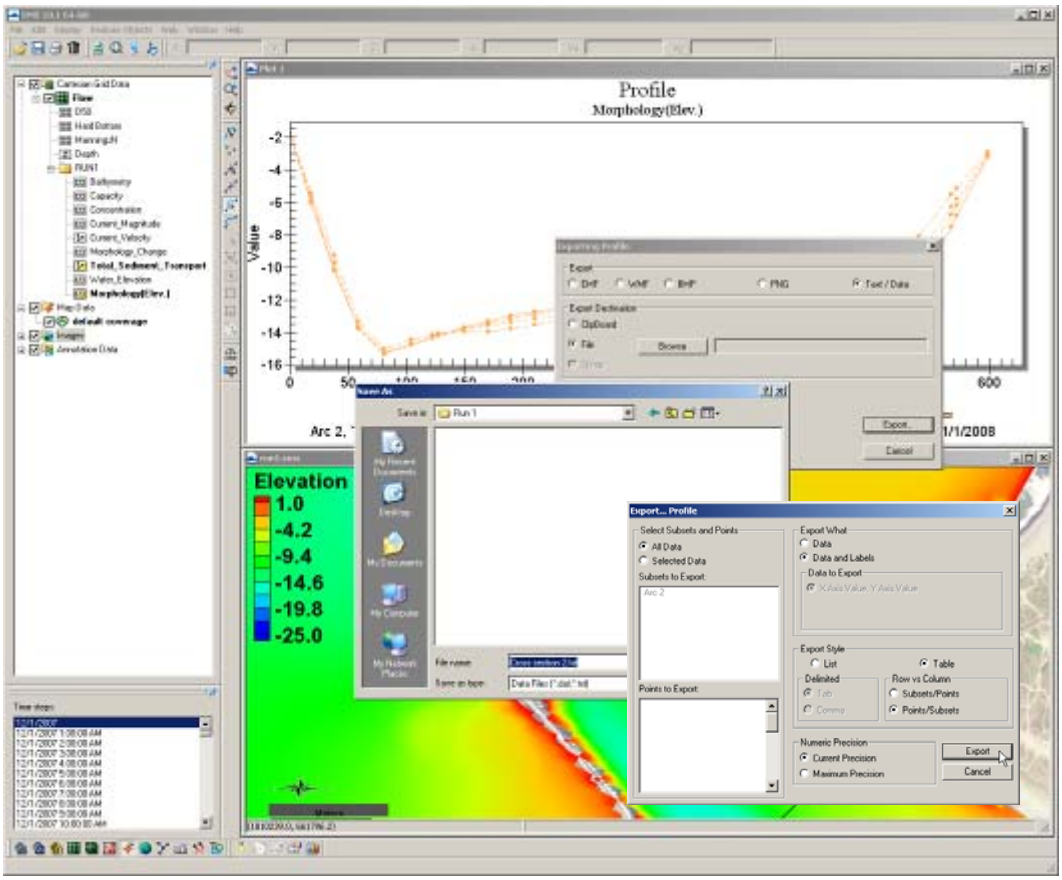

Figure 67. ***Data Export*** **options.**
4. To export the data in different formats, rt-click on the plot, and select Export/Print for several options to export the graph or data from the graph (Figure 67),